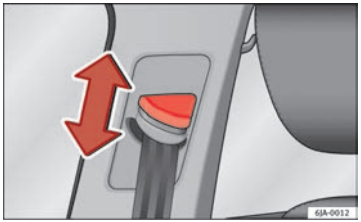

Fig. 16 Location of the belt height adjuster
– Press the upper part of the shoulder belt guide and hold it in this position ⇒ Fig. 16.